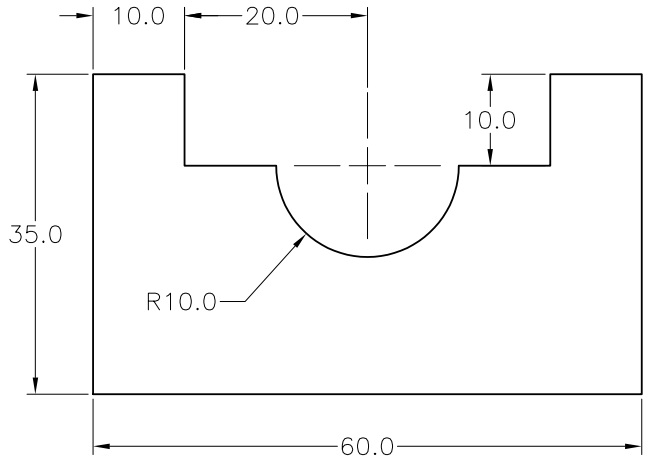
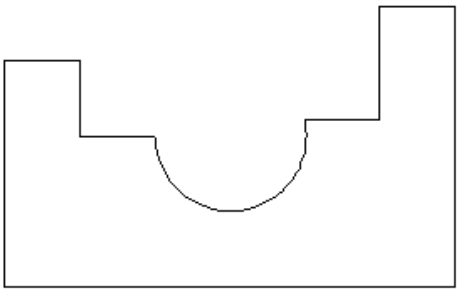
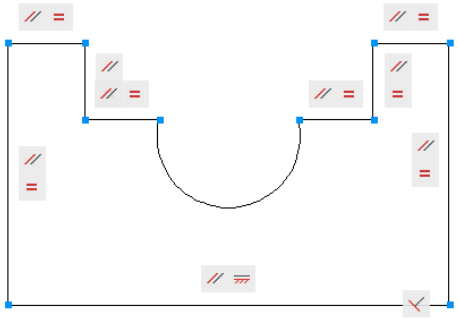

Figure 1-23 *Sketch for Example 2*
Figure 1-24 *Closed sketch drawn*
Figure 1-26 *Sketch after applying the Equal constraint*
In this example, you will draw the sketch shown in Figure 1-23, and then apply the geometric and dimensional constraints to it.
1. Start a new file with the *acad.dwt* template in the **Drafting & Annotation** workspace and draw the outer profile with dimensions close to that given in Figure 1-23. Make sure that the endpoints are snapped so that they form a closed sketch, as shown in Figure 1-24.
5. Now, you need to apply the equal constraint. To do so, choose the **Equal** tool from the **Geometric** panel of the **Parametric** tab and apply the Equal constraint between the lines that are supposed to have equal dimensions. For dimensions, refer to Figure 1-23. The equal constraints need to be applied to the two pairs of horizontal and two pairs of vertical lines in the sketch. The sketch after applying the Equal constraint is shown in Figure 1-26.
Now, you need to apply the dimension between the center of the arc and the vertical line on the left, refer to Figure 1-23.